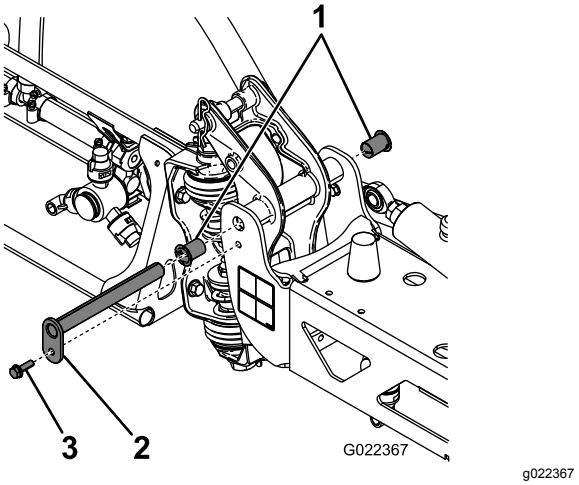

**Figur 85**
3. Når bommens vekt er støttet, fjern skruen og mutteren som fester svingbolten til bomenheten (Figur 85).
6. Fjern og kontroller nylonhylsene fra for- og baksidene på svingbraketten (Figur 85).
8. Monter bommen og svingbrakettenheten på den midtre rammen, og innrett åpningene (Figur 85).